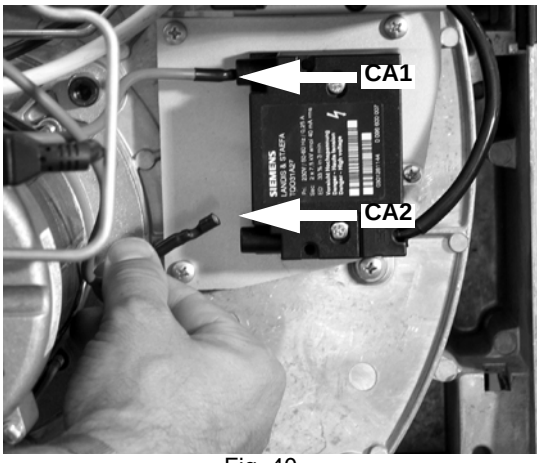

Fig. 40
- Extraer los cables de encendimiento **CA1** y **CA2** del transformador (Fig. 40).